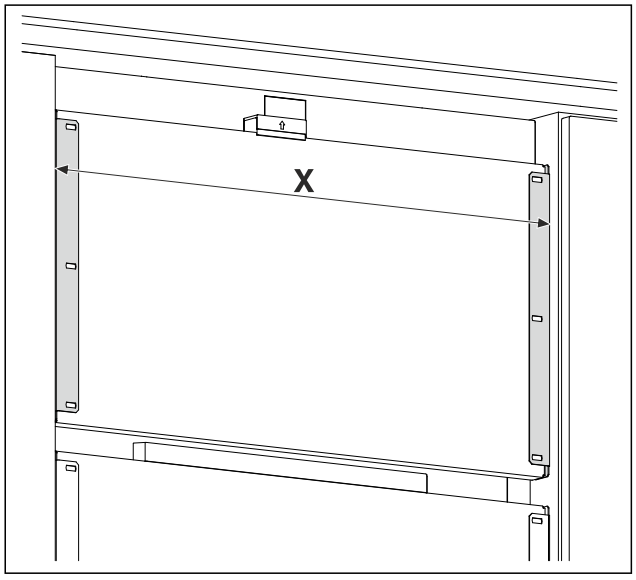

Fig. 19 Beispielhafte Darstellung
▶ Abstand *Fig. 19 (X)* zwischen den Außenkanten der Haltewinkel messen.